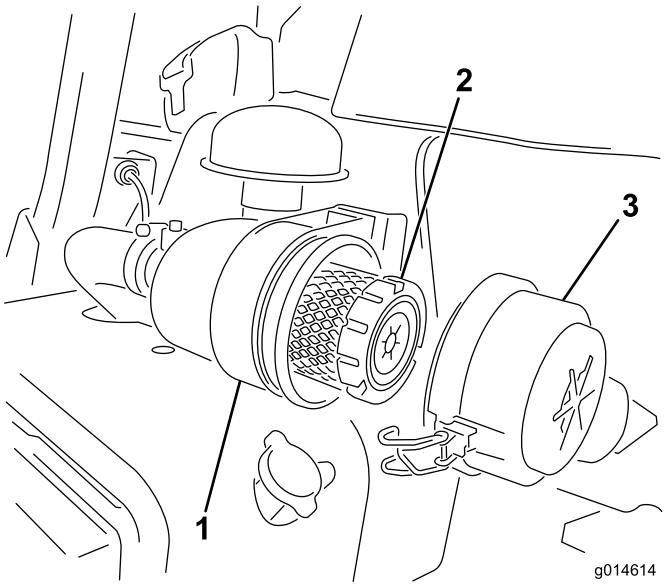

**Figur 41**
1. Åbn låsene, der fastgør luftfilterdækslet til luftfilterhuset (Figur 41).
6. Fastgør låsene (Figur 41).